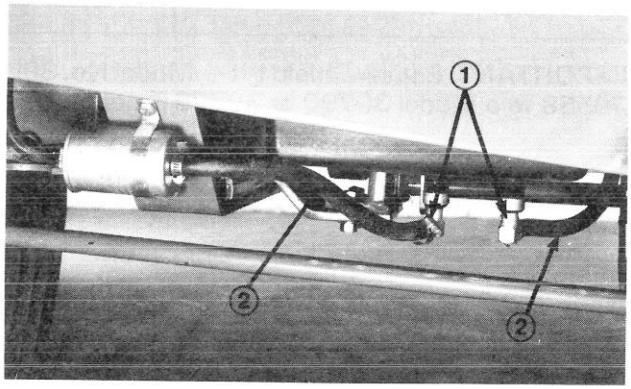

Figure 4
G. Loosen clamps holding both fuel lines on fuel tank fittings. Pull lines off fittings and allow gasoline to flow into large gas can (Fig. 4).